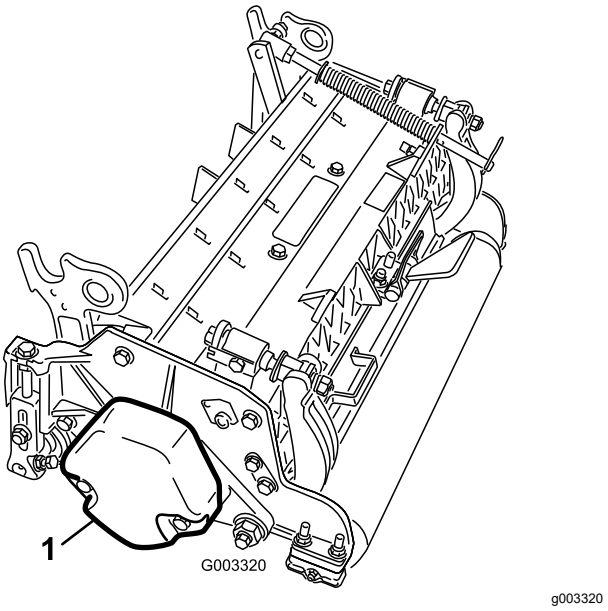

Figur 9
5. Kontrollera att motvikten (Figur 9) har monterats på rätt sida av klippenheten i enlighet med anvisningarna i *bruksanvisningen* till klippenheterna.